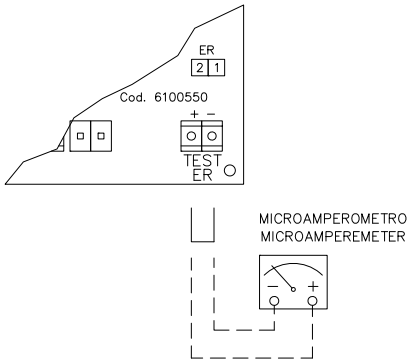
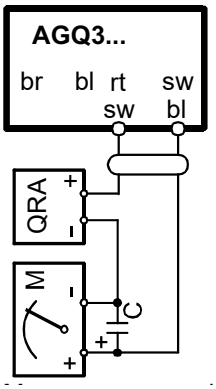

Fig. 38
Fig. 39
- Check the detection electrode, clean, adjust and, if necessary, replace; in case of doubt, check the detection circuit following the diagram in Fig. 38 and Fig. 39, after turning the burner back into operation.
Siemens LME (with UV detector)	3 µA (Fig. 38) - 200 µA (Fig. 39)